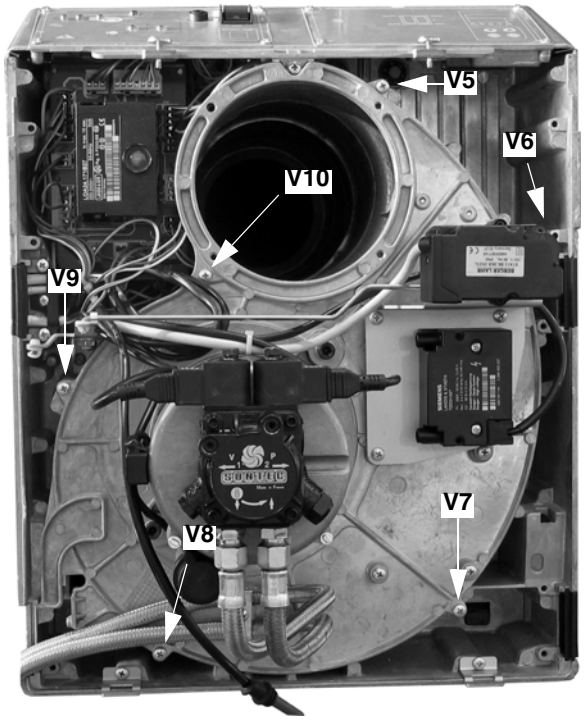

Рис. 27
- Отвинтить 6 винтов V5 - V10, которые крепят пластину с компонентами (Рис. 27).
- Установить на место пластину с компонентами горелки и закрепить ее 6 винтами V5 - V10 (Рис. 27).